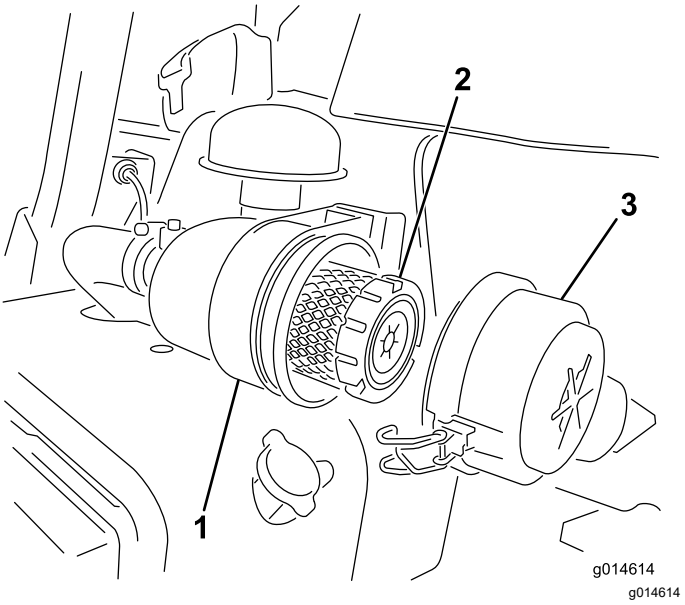

Figuur 31
1. Maak de sluitingen los waarmee het deksel van het luchtfilter is bevestigd aan het luchtfilterhuis (Figuur 31).
7. Maak de sluitingen vast (Figuur 31).